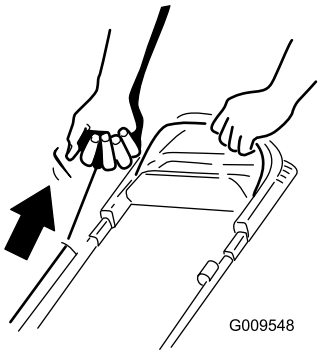

Figur 18
2. Trekk i tilbakespolingshåndtaket (Figur 18).
Merk: Når du drar i tilbakespolingsstarteren, skal du først dra lett til du føler motstand og deretter dra kraftig til (Figur 18). La snoren gå sakte inn på spolen igjen.